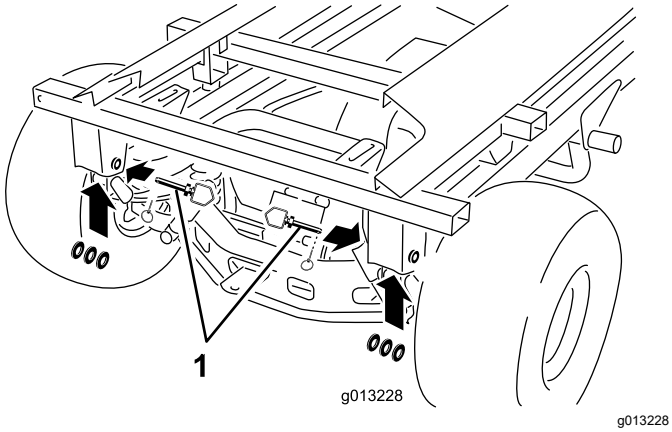

Figur 52
10. Ta bort de bakre hjulsprintarna, hakbultarna och brickorna (Figur 52).